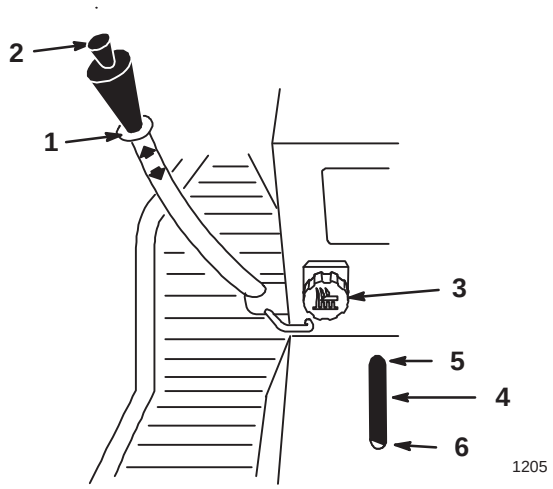

Figure 19
Le levier de relevage d'accessoires (Fig. 19) s'utilise pour relever ou abaisser divers accessoires.
Le bouton de réglage de hauteur (Fig. 19) s’utilise pour limiter la descente de l’accessoire. Le bouton peut être tourné dans un sens ou dans l’autre pour placer la limite de descente plus haut ou plus bas.
1. Placer le levier de relevage d’accessoire en position relevée, voir Relevage d’accessoires. Quand le levier est en position haute, le bouton de réglage de hauteur (Fig. 19) peut être utilisé pour déplacer la limite de descente de l’accessoire. Tourner le bouton respectivement vers la gauche ou vers la droite pour faire descendre l’accessoire plus bas ou moins bas.
2. L’indicateur de réglage de hauteur (Fig. 19) indique le déplacement de la position relative du réglage.